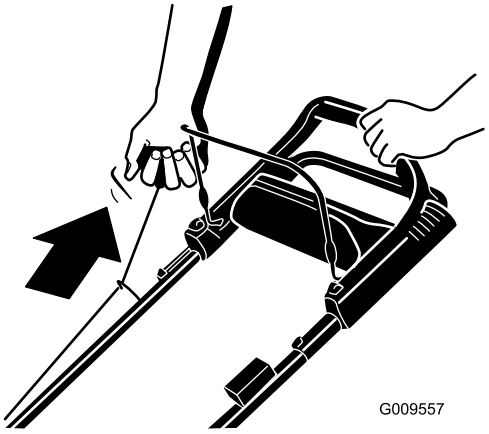

Figura 12
2. Tire suavemente del arrancador hasta que note resistencia; luego tire con fuerza (Figura 12). Deje que la cuerda vuelva lentamente al manillar.